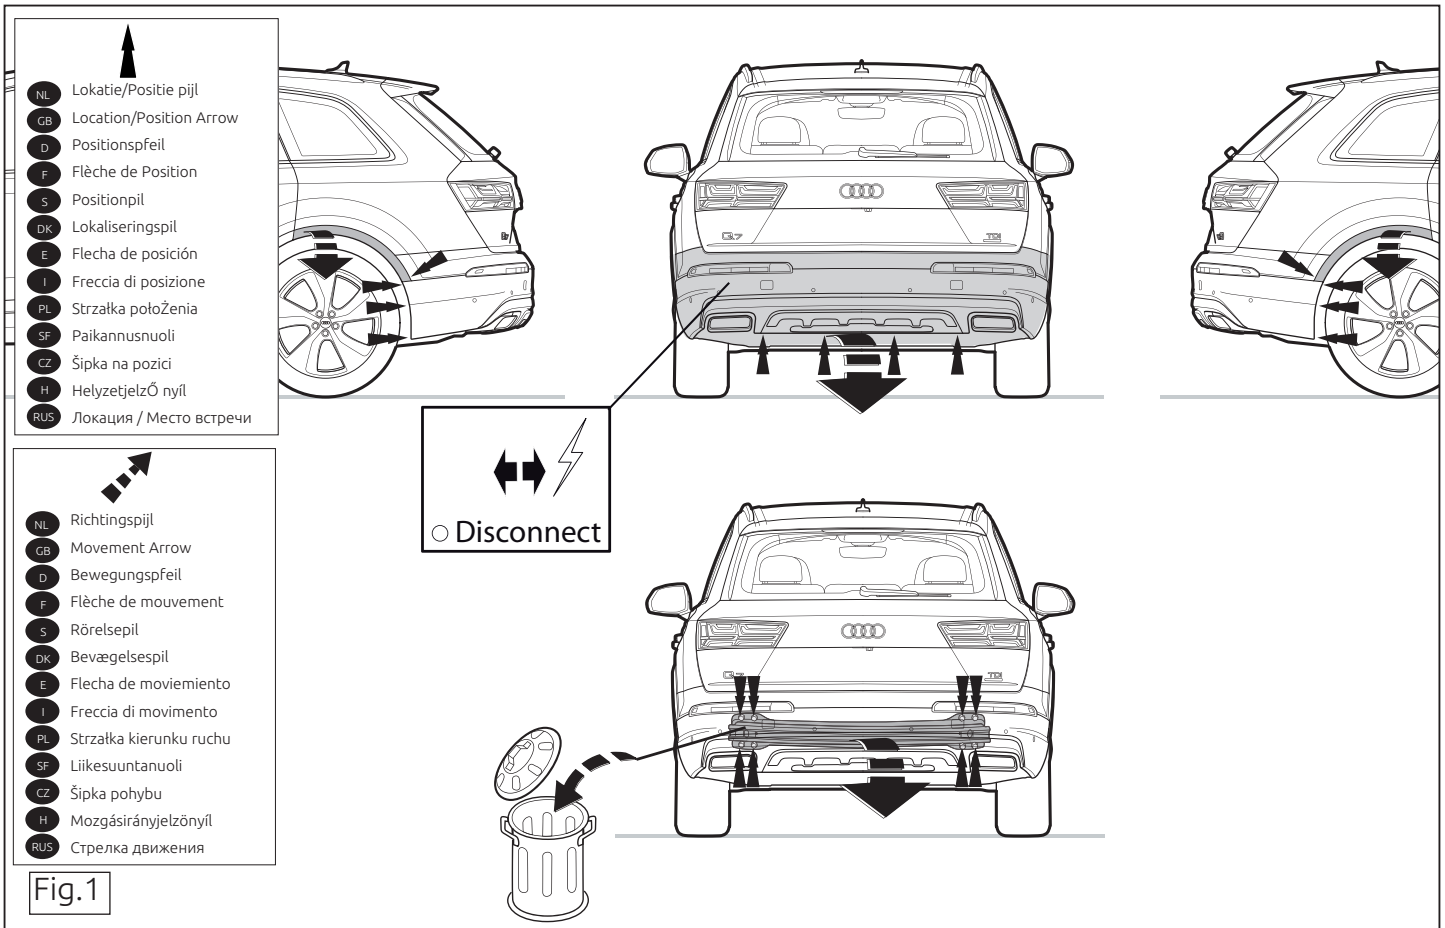

Fig.1
1. Снять бампер вместе со буферным брусом автомобиля. Буферный брус больше не понадобится. См. рисунок 1.